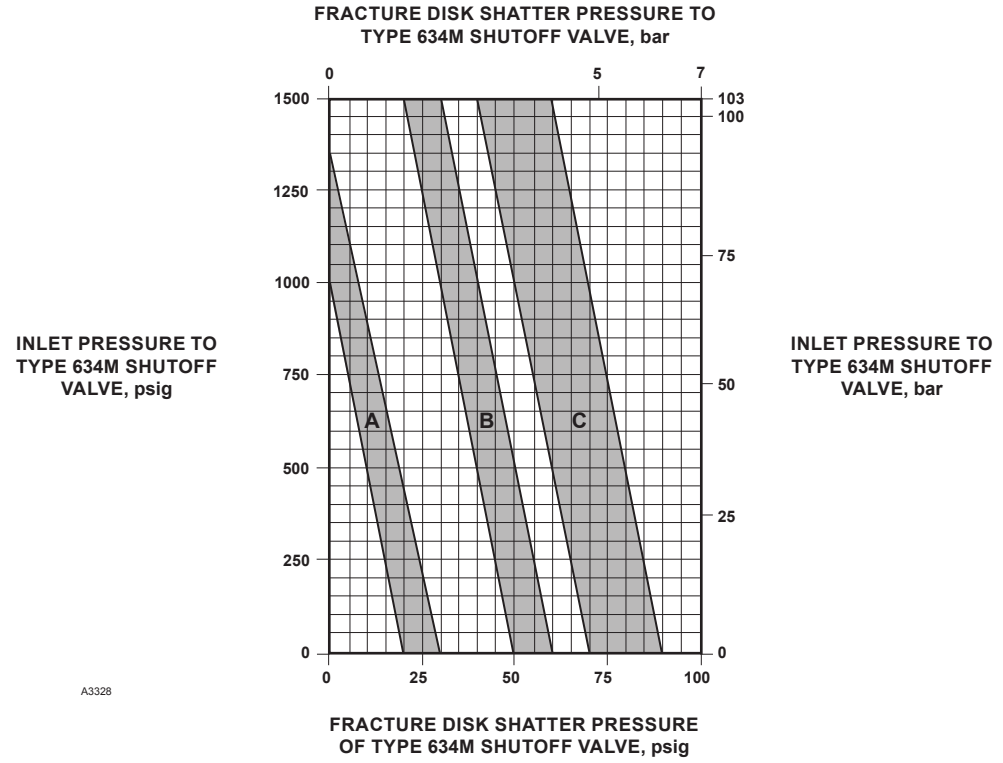

Figure 5. *Fracture Disk Selection*
See Figure 5
9. The downstream pressure at which the fracture disk shatters depends on the unbalance between inlet and downstream pressure and can be determined from Figure 5. This shatter pressure is non-adjustable and can only be changed if the disk is changed (Type 634) or if either the disk or inlet pressure is changed (Type 634M). Fracture disks (key 4) are color coded to indicate their shatter pressure.
normal operation. Simply select the fracture disk (key 4) of the appropriate color from Figure 5 according to the desired shatter pressure.
11. The Type 634M shutoff valve can have considerable unbalance, thus causing the shatter pressure to vary approximately 2 psig / 0.14 bar per every 100 psig / 6.9 bar of inlet pressure change. Select the fracture disk (key 4) of the appropriate color from Figure 5 according to the desired shatter pressure in combination with the inlet pressure.